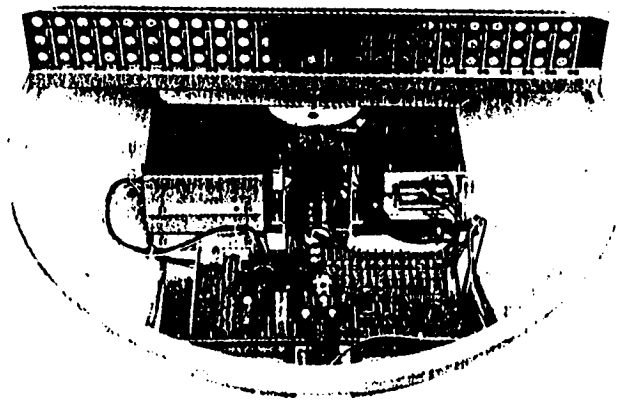

FIG. 5-6 REPLACEMNT OF DRIVE MOTOR
(6) Drive motor M 101 (See Fig. 5-6)